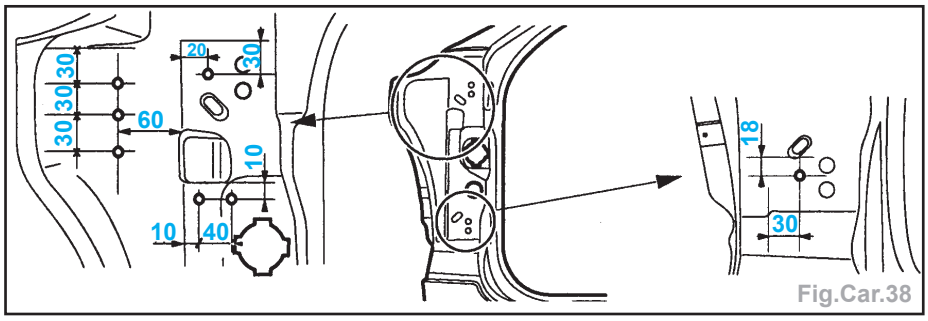

Fig.Car.38
- Percer suivant la figure des trous Ø 6,5 mm pour soudage ultérieur par points bouchons (Fig.Car.38).